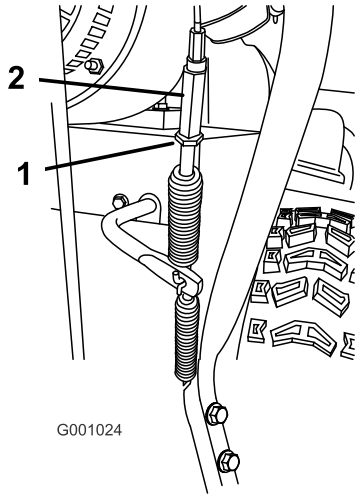

Figur 39
5. Løsn kontramøtrikken (Figur 39).
6. Løsn eller spænd den spændemøtrik, der justerer spændingen på kablet (Figur 39).